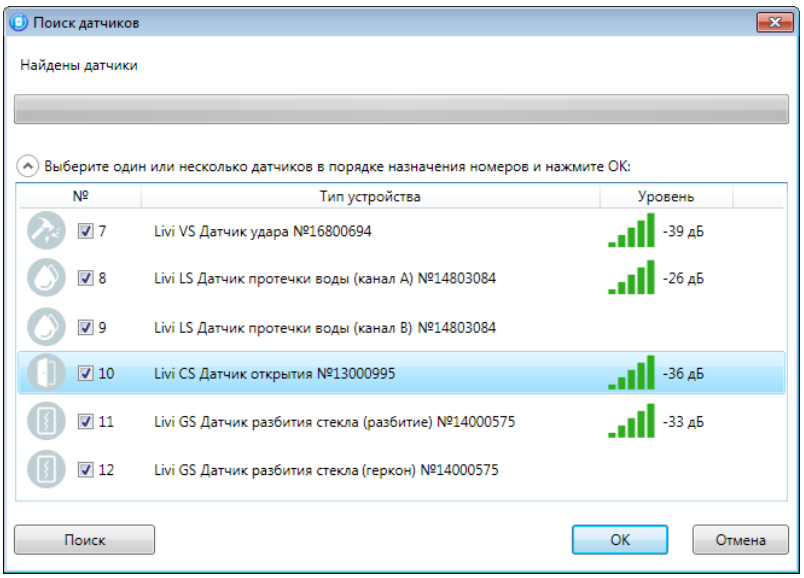

Рисунок 3.5 — Поиск радиоустройства
4. В следующем окне (см. рисунок 3.5) будет отображен список радиоустройств, доступных для связывания в радиусе действия радиоканала. Если подключаемого радиоустройства нет в списке, то его следует повторно перевести в режим связывания.